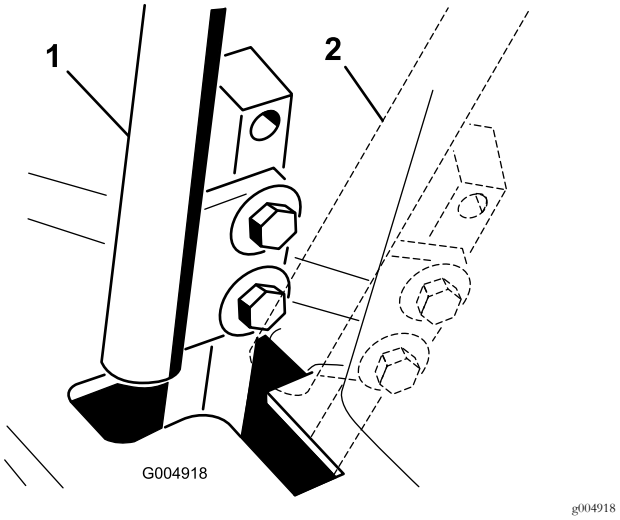

Figur 55
4. Flytta reglaget till NEUTRALLÄGET, men **lås inte fast det** (Figur 55).
6. Kontrollera var rörelsereglaget står i relation till spåret i konsolen (Figur 55).